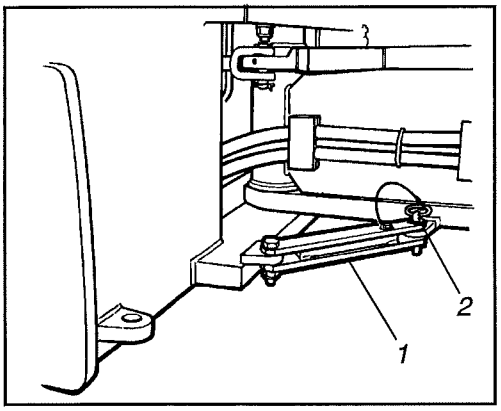

Fig. 27 ***Articulation côté gauche***
Avant de soulever le rouleau, l'articulation centrale doit être bloquée contre toute éventualité rotation voir fig 27. Mettre le volant de direction en position de marche avant droite, abaisser le bras de blocage (1) et passer le tenon de blocage (2) dans le cadre avant de la machine en même que le bras de blocage.